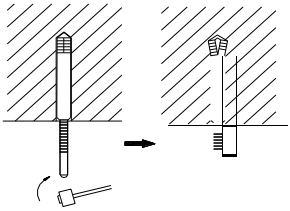

Рис. 4.6
(3). Вставьте анкера в просверленные отверстия, затем вставьте шпильки в анкера и полностью забейте их с помощью молотка. (См. Рис. 4.6)